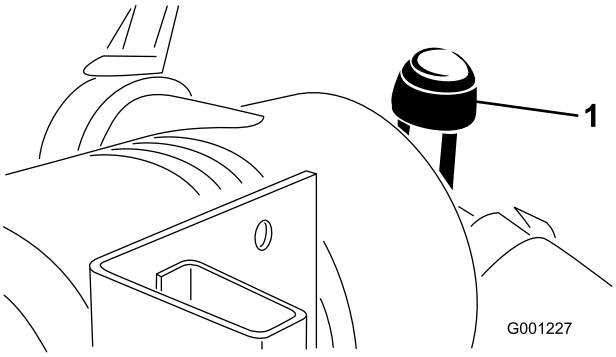

Figuur 46
- Geef het luchtfilter een onderhoudsbeurt wanneer de luchtfilterindicator (Figuur 46) rood is, of om de 400 uur (vaker in uiterst stoffige of vuile omstandigheden). Geef het luchtfilter niet te vaak een onderhoudsbeurt.
9. Stel de indicator (Figuur 46) opnieuw in als deze rood is.